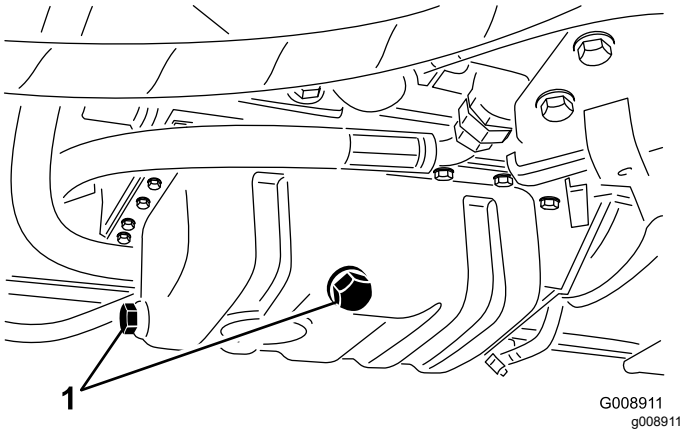

Rysunek 74
3. Wykręć jeden z dwóch korków spustu oleju (Rysunek 74) i odczekaj, aż olej spłynie do podstawionej wanienki, a następnie wkręć korek.